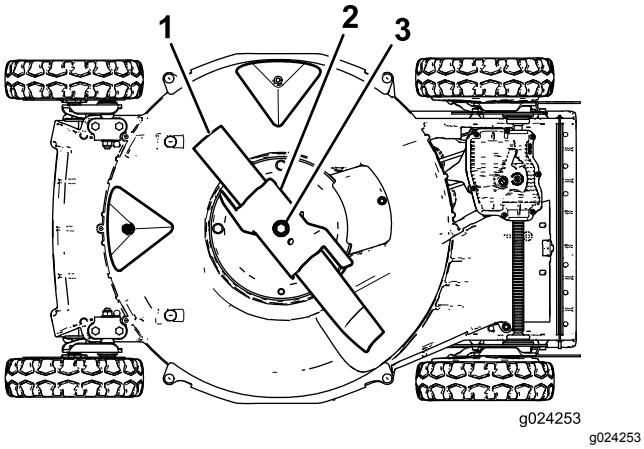

Figuur 24
4. Kantel de maaimachine **op zijn rechterkant** met het luchtfilter naar boven; zie Figuur 24.